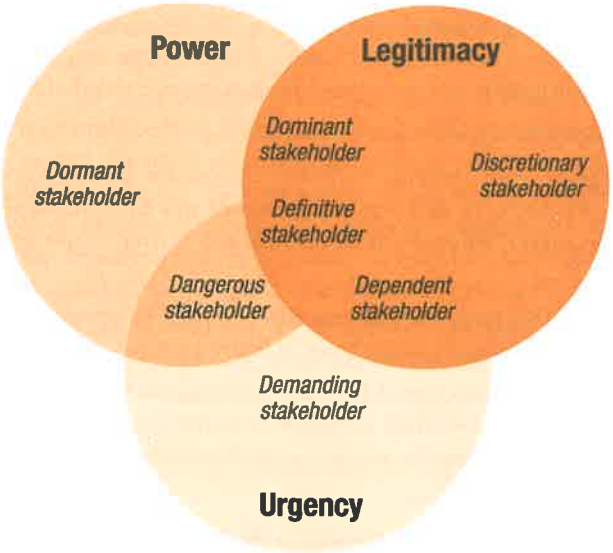

FIGURE 13.4 *Salience model*
- **Salience model**[5] This model is used to group stakeholders based on the appropriateness of their involvement (legitimacy), their authority or ability to influence outcomes (power), and their need for immediate attention (urgency). An example of this model is shown in figure 13.4.